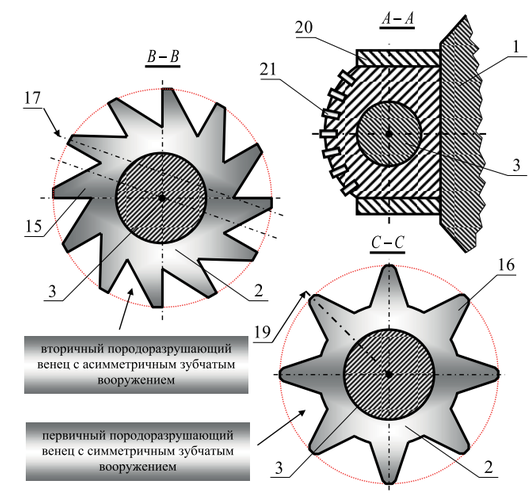

Рис. 2. Поперечные разрезы отдельных элементов шарошечного расширителя-калибратора
- расширитель-калибратор снабжен жестко закрепленными в продольных пазах корпуса вкладышами с отверстиями под оси шарошек, причем поверхности вкладышей, обращенные к стенке скважины, армированы износостойкими вставками (рис. 2);